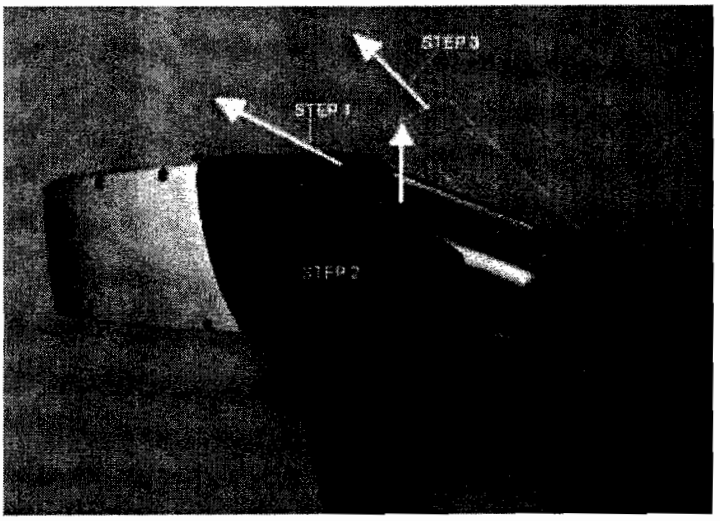
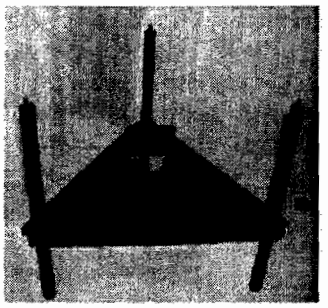

Figure 2.4. Removing the iPAQ from the analyzer.
Figure 2.8. Mounting Long Legs onto Lower Stand and inserting analyzer.
In order to remove the iPAQ, push the iPAQ retainer shown in Fig. 2.4 towards the front of the analyzer. Holding the retainer forward, grab the iPAQ from the sides, slide the iPAQ forward until it is clear of its
2. Mount the three Long Legs onto the Lower Stand by inserting the threaded screws from the Short Legs into the holes on the Long Legs and turning until snug. Remove iPAQ from analyzer by following the instructions in Figure 2.4. Place the analyzer into the gap in the Lower Stand as shown. (Fig. 2.8).